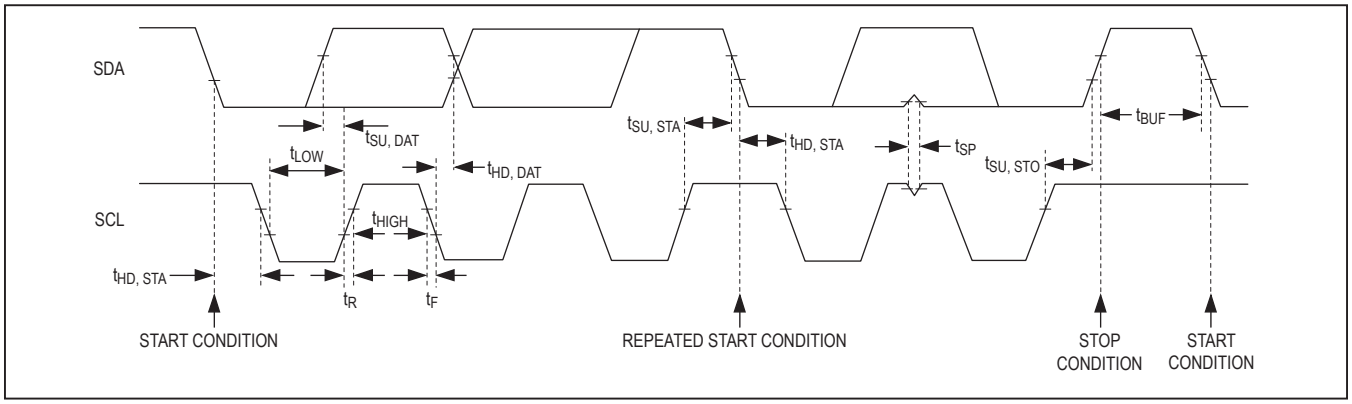

Figure 9. 2-Wire Interface Timing Diagram
The MAX9867 features an I²C/SMBus-compatible, 2-wire serial interface consisting of a serial-data line (SDA) and a serial-clock line (SCL). SDA and SCL facilitate communication between the MAX9867 and the master at clock rates up to 400kHz. Figure 9 shows the 2-wire interface timing diagram. The master generates SCL and initiates data transfer on the bus. The master device writes data to the MAX9867 by transmitting the proper slave address followed by the register address and then the data word. Each transmit sequence is framed by a START (S) or REPEATED START (Sr) condition and a STOP (P) condition. Each word transmitted to the MAX9867 is 8 bits long and is followed by an acknowledge clock pulse. A master reading data from the MAX9867 transmits the proper slave address followed by a series of nine SCL pulses. The MAX9867 transmits data on SDA in sync with the master-generated SCL pulses. The master acknowledges receipt of each byte of data. Each read sequence is framed by a START or REPEATED START condition, a not acknowledge, and a STOP condition. SDA operates as both an input and an open-drain output. A pullup resistor, typically greater than 500Ω is required on SDA. SCL operates only as an input. A pullup resistor, typically greater than 500Ω, is required on SCL if there are multiple masters on the bus, or if the single master has an open-drain SCL output. Series resistors in line with SDA and SCL are optional. Series resistors protect the digital inputs of the MAX9867 from high-voltage spikes on the bus lines, and minimize crosstalk, and undershoot of the bus signals.